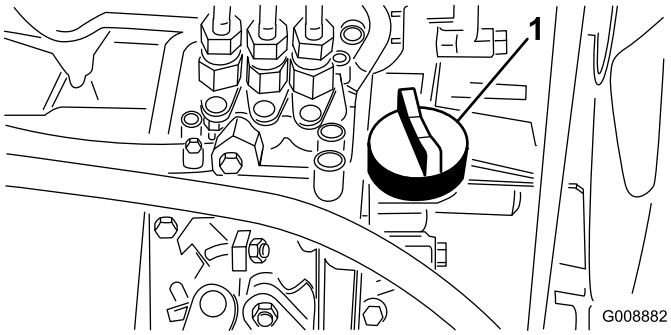

**Figur 20**
4. Om oljenivån är låg tar du bort påfyllningslocket (Figur 20) och tillsätter gradvis små mängder olja samtidigt som du kontrollerar nivån, tills nivån når märket FULL på oljestickan.